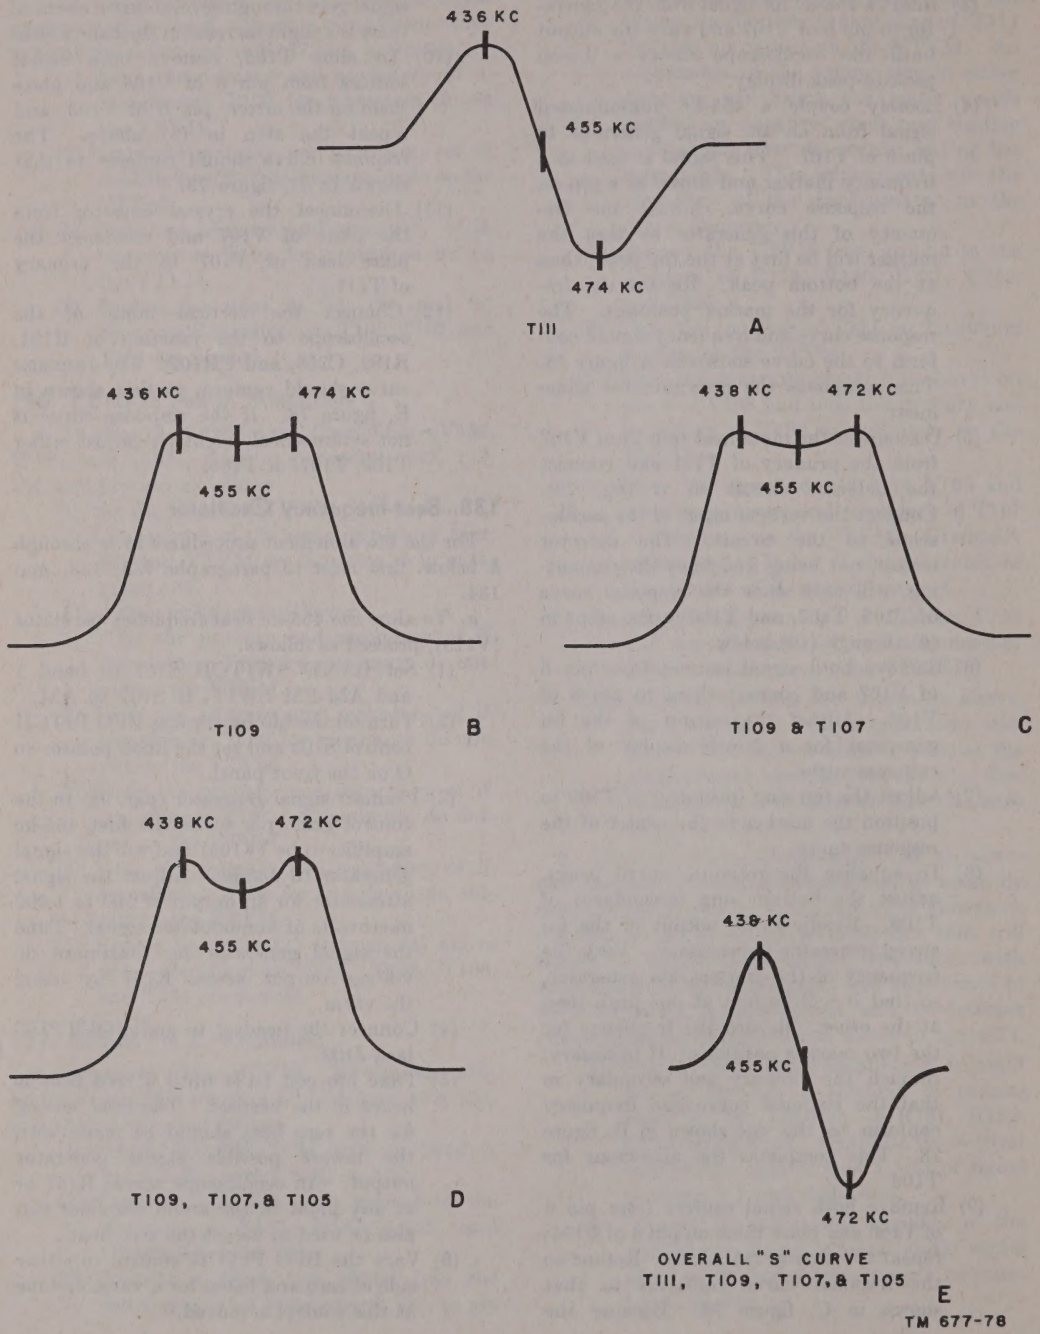
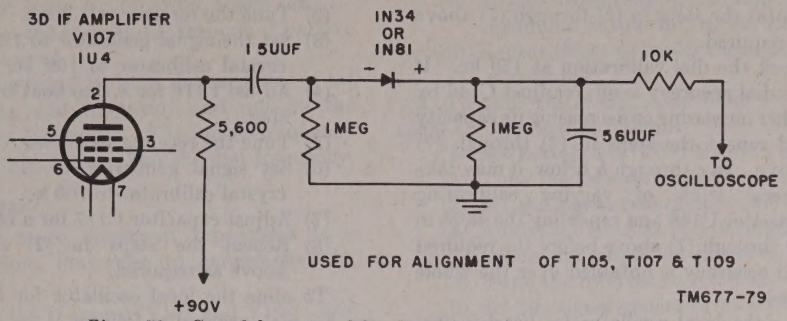

Figure 78. Alinement curves for the 455-kc fm if. transformers.
Figure 79. Crystal detector used for alinement of 455-kc fm if. transformers.
(3) Connect a 455-kc am signal (use the signal generator in paragraph 98), to pin 6 of V107. Set the signal generator for 100,000 microvolts with modulation off.
(4) Adjust the bottom tuning slug of T111 for zero dc output on the VTVM. An adjustment of the tuning slug in either direction will swing the meter needle positive or negative when zero reading is obtained, after the correct setting has been made. This adjustment sets the secondary of the discriminator to the center frequency.
(5) Connect the VTVM from ground to the junction of R179, R180, R181, C255, and C256.
(6) Tune the top slug of T111 for maximum reading on the VTVM.
(7) Place the generator signal ((3) above) on pin 6 of V106 and tune the primary and secondary of T109 to maximum on the VTVM.
(8) Place the signal on pin 6 of V105 and tune the primary and secondary of T107 to maximum on the VTVM. Gradually reduce the rf input of the generator as the number of if. stages increases.
(9) Place the signal on pin 6 of mixer V103 and tune the primary and secondary of T105 to maximum on the VTVM.
(10) After completing the alinement above, leave the signal on the mixer and take the VTVM off and place it back at the discriminator junction ((2) above). Retouch the bottom slug of T111 for zero on the VTVM.
b. Alinement Using Oscilloscope. As an alternate method, a visual alinement can be made by using an oscilloscope. This method of alinement requires an fm sweep signal generator that will supply a 455-kc intermediate frequency, with approximately 50-kc deviation and sweep rate of 50 to 60 cycles, an oscilloscope, and the detector circuit made up of components shown in figure 79.
(1) Connect the vertical amplifier of an oscill loscope through a shielded or coaxiacable to the junction of R181, R182, C256, and CR102. Calibrate the vertical oscilloscope gain so that 1 volt of signal produces a 2-inch deflection.
(2) Connect the horizontal amplifier of the oscilloscope to an external audio signal of 50 or 60 cycles for a proper response curve display.
(3) Insert a 455-kc fm signal from the generator to pin 6 of V107 and vary the output until the oscilloscope shows a 2-inch peak-to-peak display.
(4) Loosely couple a 455-kc unmodulated signal from an am signal generator to pin 6 of V107. This signal is used as a frequency marker and shows as a pip on the response curve. Adjust the frequency of this generator so that the marker will be first at the top peak, then at the bottom peak. Record the frequency for the marker positions. The response curve and frequency should conform to the curve shown in A figure 78. This completes the discriminator alinement.
(5) Disconnect the plate lead (pin 2) of V107 from the primary of T111 and connect the detector circuit to it (fig. 79). Connect the vertical input of the oscilloscope to the circuit. The detector circuit, not being frequency discriminating, will only show the response curve of T109, T107, and T105 in the steps in (6) through (10) below.
(6) Remove both signal sources from pin 6 of V107 and connect them to pin 6 of V106. Adjust the output of the fm generator for a 2-inch display of the response curve.
(7) Adjust the top slug (primary) of T109 to position the marker to the center of the response curve.
(8) To equalize the response curve peaks, adjust the bottom slug (secondary) of T109. Readjust the output of the fm sweep generator if necessary. Vary the frequency of the marker, am generator, so that it will be first at one peak then at the other. Record the frequency for the two marker positions. If necessary, retouch the primary and secondary so that the response curve and frequency conform to the one shown in B, figure 78. This completes the alinement for T109.
(9) Remove both signal sources from pin 6 of V106 and place them on pin 6 of V105; repeat the step in (8) above. Retune so the response curve conforms to that shown in C, figure 78. Because the signal goes through several tuned circuits, there is a slight increase in the bandwidth.
(10) To aline T105, remove both signal sources from pin 6 of V105 and place them on the mixer, pin 6 of V103, and repeat the step in (8) above. The response curve should conform to that shown in D, figure 78.
(11) Disconnect the crystal detector from the plate of V107 and reconnect the plate lead of V107 to the primary of T111.
(12) Connect the vertical input of the oscilloscope to the junction of R181, R182, C256, and CR102. The response curve should conform to that shown in E, figure 78. If the response curve is not symmetrical, slightly readjust either T109, T107, or T105.